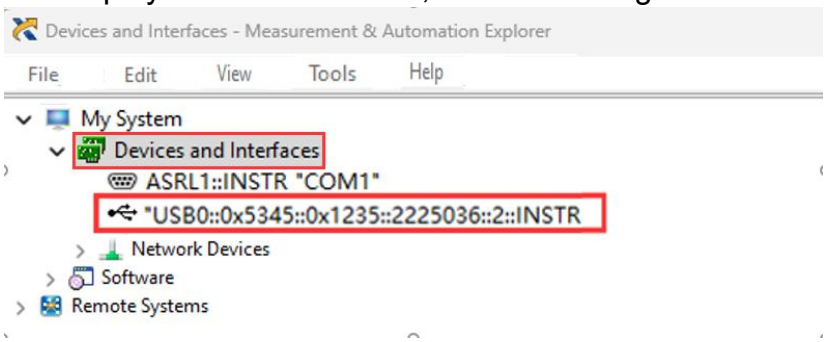

Figure 2-14
1、Connect USB cable,open NI MAX software,click “**Devices and Interfaces**” will automatic display the USB interface,as shown in Figure 2-14.